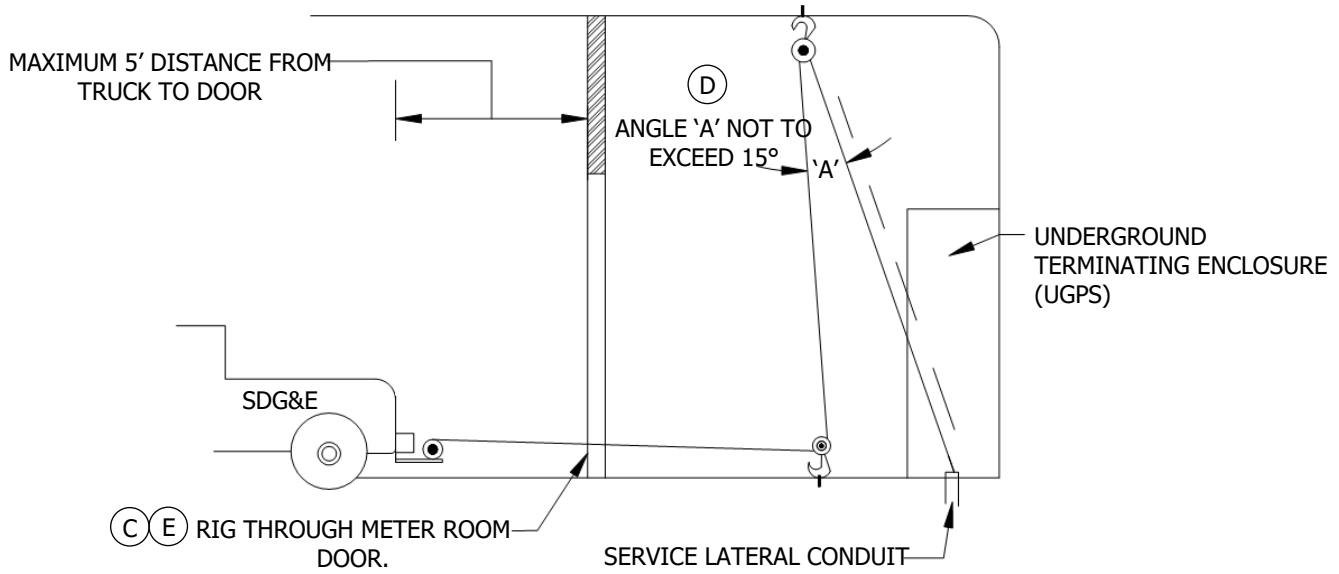

FIGURE 1
(D) THE PULLING EYE HOOK SPECIFIED IN NOTE A, AND THE FLOOR-MOUNTED COIL INSERT AND SWIVEL LIFTING PLATE SPECIFIED IN NOTE B ARE TO BE POSITIONED AT A DISTANCE OUT FROM THE UGPS SUCH THAT ANGLE 'A' (SEE FIGURE 1) IS NOT GREATER THAN 15 DEGREES. THE RIGGING PATH THROUGH THE FRONT OF THE UGPS IS TO BE UNOBSTRUCTED, AND THE RIGGING IS TO HAVE NO CONTACT WITH THE TOP, BOTTOM, OR SIDES OF THE PULL SECTION OPENING. MAXIMUM ALLOWABLE HEIGHT OF TOP PULLING EYE IS 14'.